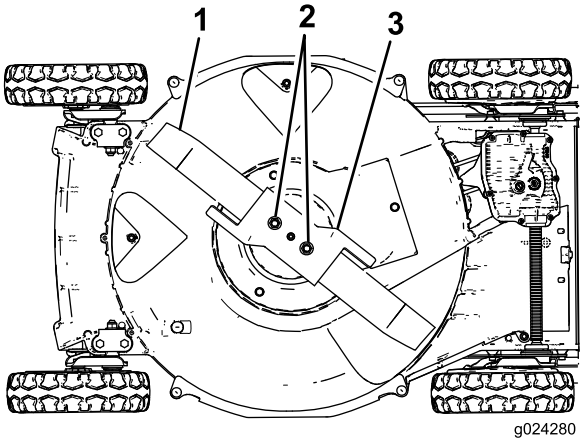

Figur 23
5. Tippa maskinen på dess **högra** sida (luftrenaren uppåt) enligt Figur 23.